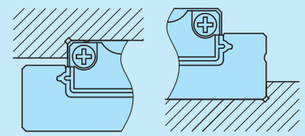

图4 安装基准面的角部形状
如图4所示，对方一侧安装基准面的角部形状推荐设置清角槽。表13所示为对方一侧安装基准面的肩高和角部圆弧半径推荐值。
注(1)　大小尺寸为25、30的系列应设置图4所示的清角槽。